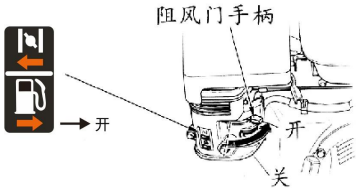

图2
注：如果发动机是热的或气温较高，不需要关闭阻风门。（下图2）
1、在发动机预热时，逐渐把阻风门手柄移到ON(开）的位置。（上图2）